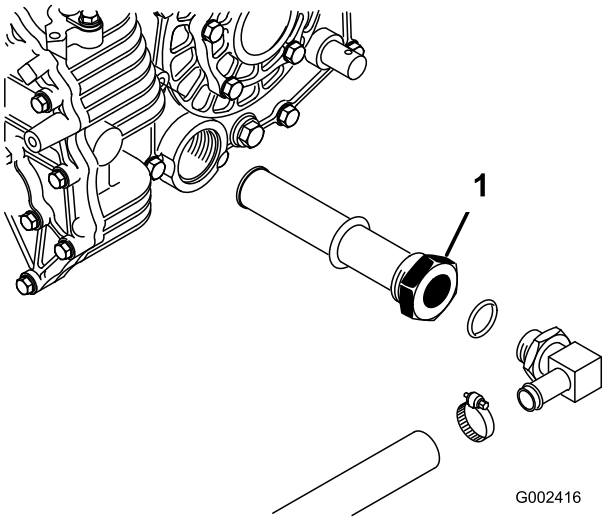

Figur 73
3. Læg mærke til hydraulikslangens retning og 90-grader-beslaget, som er tilsluttet filteret på siden af beholderen (Figur 73).